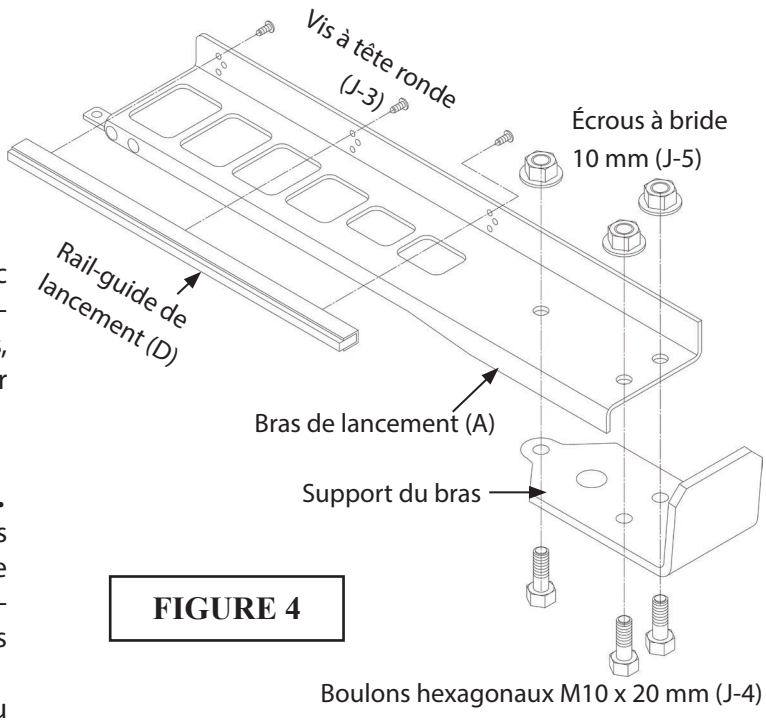

FIGURE 4
ASSEMBLAGE DU BRAS DE LANCEMENT (FIG. 4).
ASSEMBLAGE DU RAIL-GUIDE DE LANCEMENT(FIG. 4).
• AJUSTEMENT DU RAIL-GUIDE DE LANCEMENT (FIG. 4). Le lanceur de cible MatchBird[MC] permet de lancer tous les types de cibles : standard (108 mm), midi (90 mm), mini (60 mm), lapin (« rabbit ») et battue. Le rail-guide de lancement (D) pourrait avoir besoin d'être déplacé dans la série d'ouvertures inférieures du bras de lancement (A) pour les cibles telles les lapins et les battues. Pour ce faire, retirer les trois vis à tête ronde (J-3) et repositionner le rail. S'assurer de bien resserrer les vis après chaque réglage.